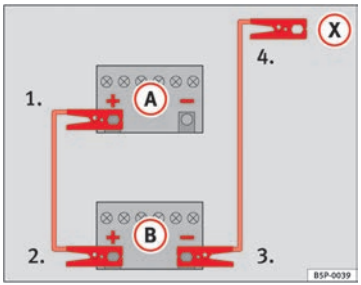
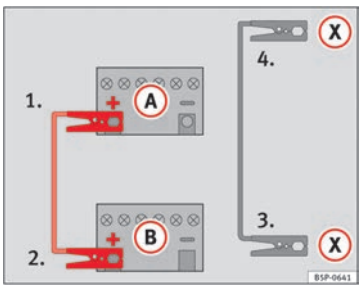

Fig. 131 Esquema de ligação para veículos sem sistema Start/Stop.
Fig. 132 Esquema de ligação para veículos com sistema Start/Stop.
– Ligue uma extremidade do cabo auxiliar de arranque *vermelho* ao pólo positivo (+) do veículo com a bateria descarregada (A) ⇒ Fig. 131.
– Ligue a outra extremidade do cabo *vermelho* de emergência ao pólo positivo (+) do veículo que fornece a corrente (B).
– Ligar uma extremidade do cabo auxiliar de arranque *preto* ao pólo negativo (–) do veículo que fornece a corrente (B) ⇒ Fig. 131.
– Ligue a outra extremidade do cabo *preto* de emergência (X), no veículo com a bateria descarregada, a uma peça de metal maciça que esteja aparafusada ao bloco do motor ou ao próprio bloco do motor, mas o mais afastado possível da bateria (A).
– Ligue uma extremidade do cabo auxiliar de arranque *vermelho* ao pólo positivo (+) do veículo com a bateria descarregada (A) ⇒ Fig. 132.
– Ligar uma extremidade do cabo auxiliar de arranque *preto* (X) a um terminal de massa adequado, a uma peça de metal maciça que esteja aparafusada ao bloco do motor, ou ao próprio bloco do motor ⇒ Fig. 132.
– Ligue a outra extremidade do cabo *preto* de emergência (X), no veículo com a bateria descarregada, a uma peça de metal maciça que esteja aparafusada ao bloco do motor ou ao próprio bloco do motor, mas o mais afastado possível da bateria (A). ▶